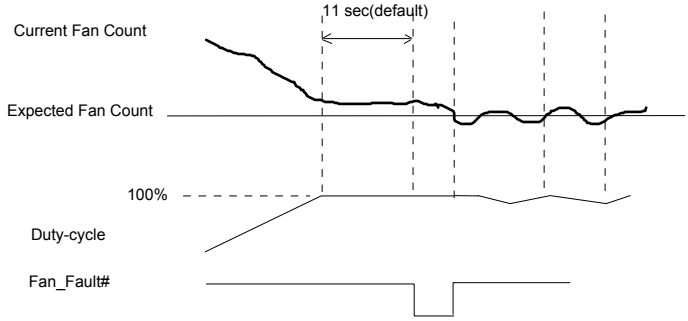

Fig 7-13
(1). When PWM_Duty reaches 0xFF, the fan speed count can't reach the fan expected count in time. (Figure 7-13)